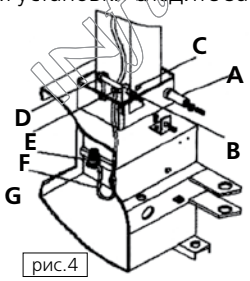

рис.4
Установите станок в выбранное место и зафиксируйте его анкерными болтами. Поднимите отклоняющийся кронштейн и вставьте насосный шланг (G) в отверстие **(рис.4)** (Не сгибайте шланг). Достаньте деталь A **(рис.4)** из набора комплектующих, отвинтите колпачок и вставьте её в отверстие, проходящее через корпус станка и нижнюю часть отклоняющегося кронштейна, затяните винт. Достаньте деталь B **(рис.4)** из набора комплектующих, открутите пружину с одной стороны, вставьте деталь B в отверстие, проходящее через детали D, E, далее закрутите пружину. Снимите крышку станка. Соедините насосный шланг (G), проходящий внутри основного корпуса станка, с деталью F.